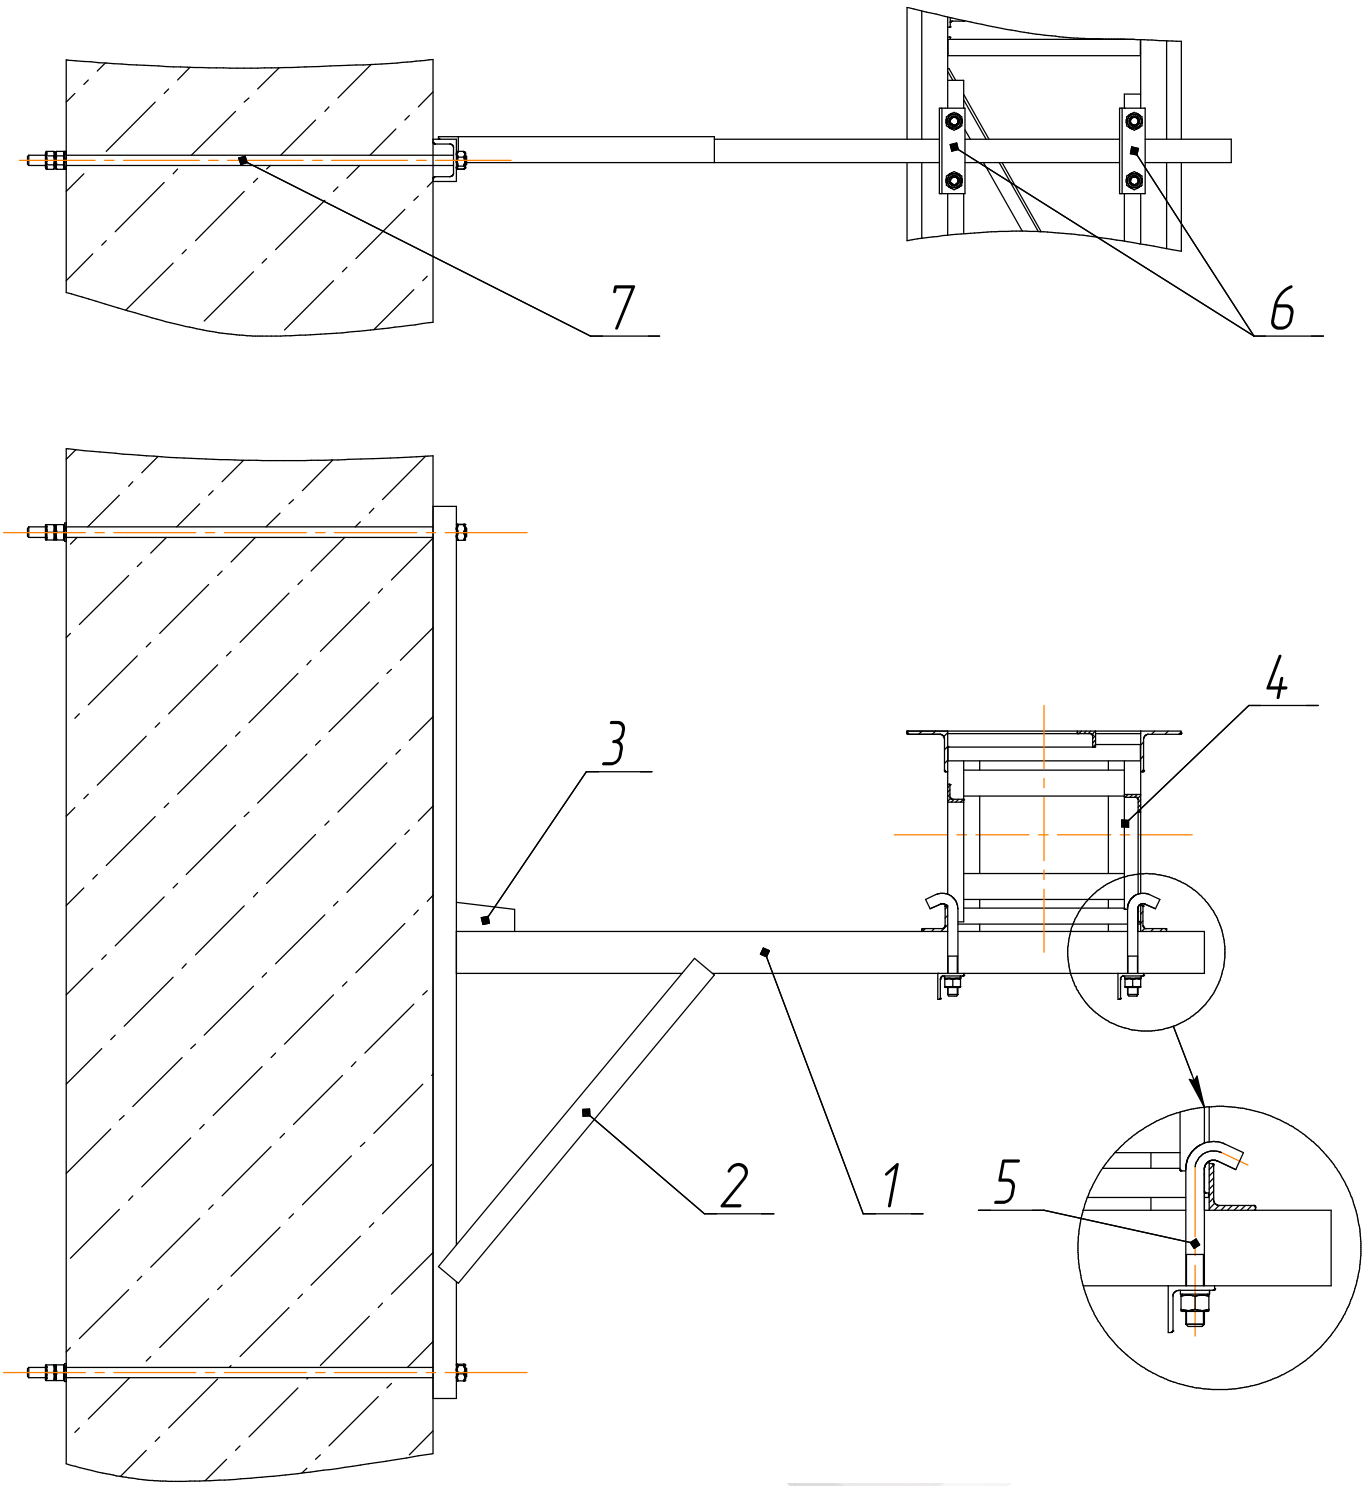
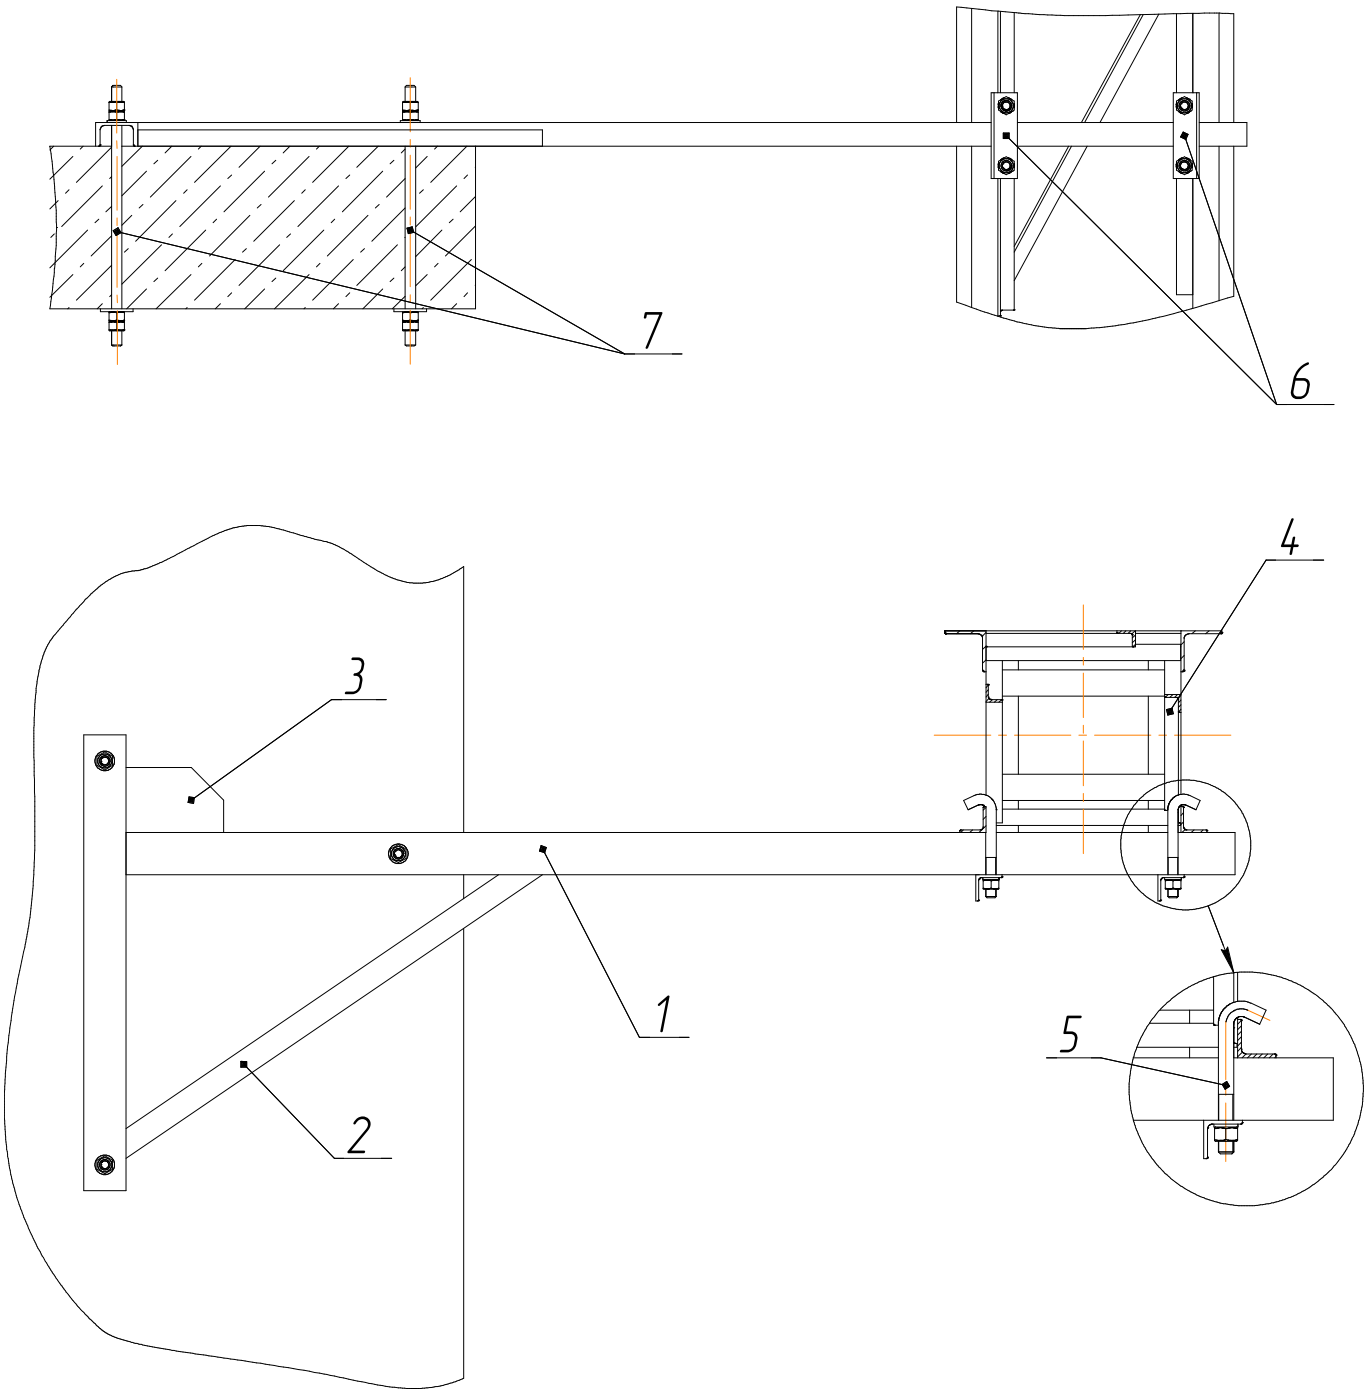

Рис. 7.1 – Крепление мачты к стене здания
Рис. 7.2 – Крепление мачты к перекрытию здания
Опора представляет собой Т-образную (рис. 7.1) или Г-образную (рис. 7.2) балку (1), укрепленную укосиной (2) и косынкой (3). Крепление мачты подъемника (4) к балке осуществляется посредством четырех прижимов (5), попарно установленных в фиксаторах (6). Крепление опоры к стене и перекрытиям здания производится с помощью шпилечных соединений (7).